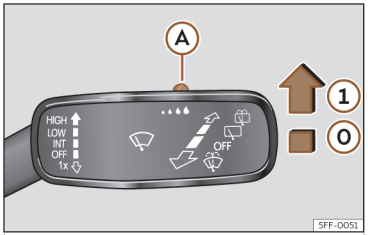

Fig. 104 Palanca del limpiaparabrisas: ajustar el sensor de lluvia (A).
Presione la palanca a la posición deseada >>> **fig. 104**.
Tras desconectar el encendido y volver a conectarlo, el sensor de lluvia permanece activado y funciona de nuevo cuando el limpiaparabrisas está en la posición ››› **fig. 104** ① y se circula a más de 16 km/h (10 mph).